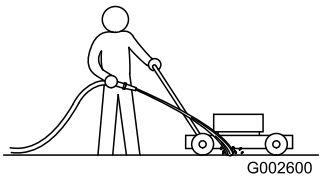

Figur 26
1. Mens plæneklipperen står på en plan flade og motoren kører, skal du sprøjte en vandstråle ind foran det **højre** baghjul (Figur 26).